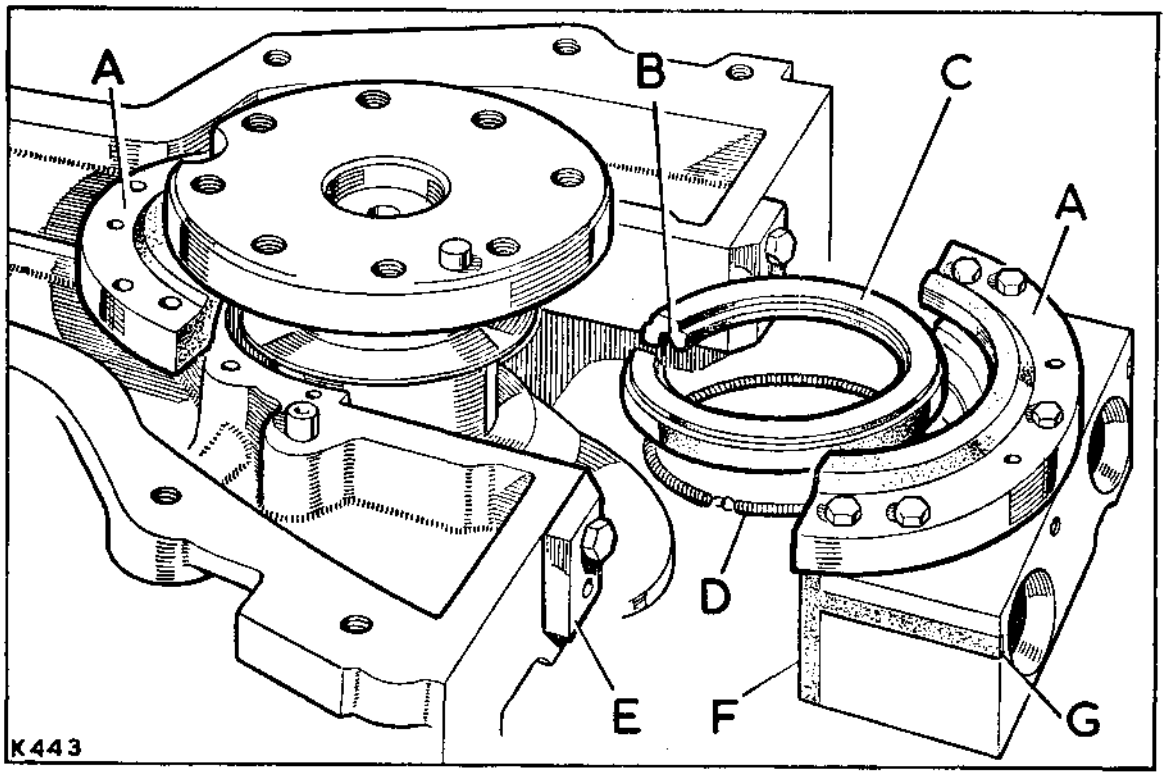

**Fig. A2-139. Oil seal details**
16. Remove the seal retainer halves, Fig. A2-139 refers.
10. Fit the main bearing cap with the seal retainer, bearing shell and 'T' seals to the crankcase, see Fig. A2-139, until there is a $\frac{1}{32}$ in. (0,8 mm) gap between the cap and crankcase.